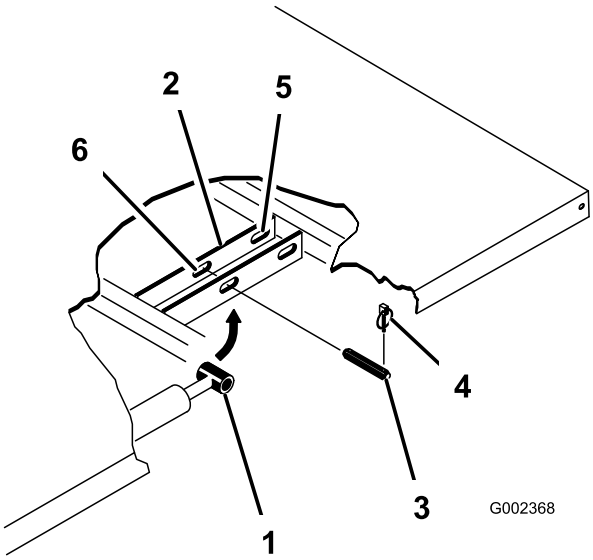

**Figur 32**
3. Ta bort hjulsprintarna från de yttre ändarna av cylinderstavens sprintbultar (Figur 32).
4. Ta bort sprintbultarna som håller fast cylinderstavsändarna vid flakets fästplattor genom att trycka bultarna inåt (Figur 32).
5. Ta bort hjulsprintarna och sprintbultarna som håller fast tappfästena vid ramens kanaler (Figur 32)